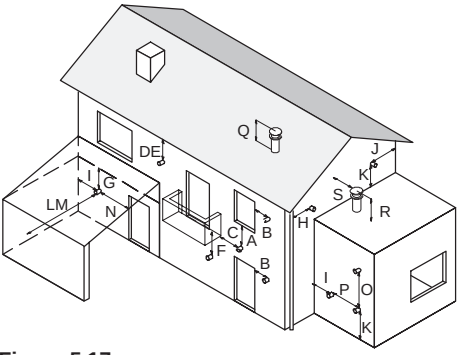

Figura 5.17
- rispettare le distanze minime di Figura 5.17 ed eventuali norme nazionali e locali vigenti.